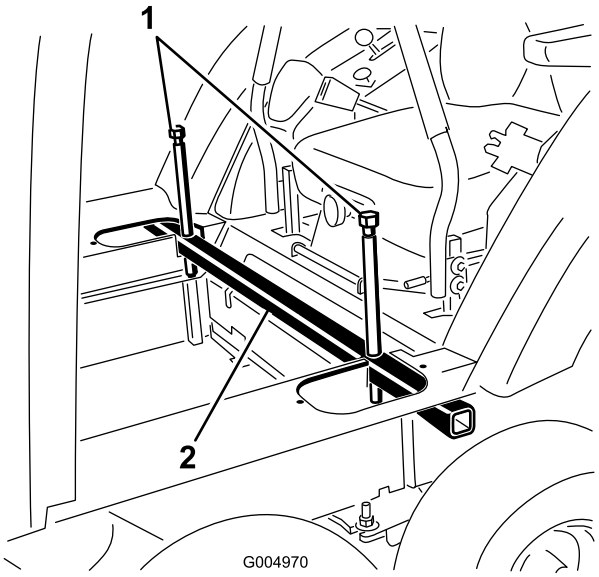

**Rysunek 80**
29. Przełóż rurę do podnoszenia kabiny przez wycięcia w podłodze kabiny (Rysunek 80).